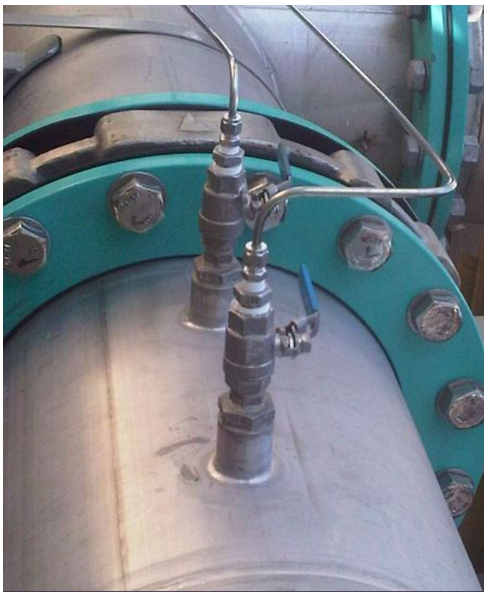

Figure 9 - Ensemble vanne à boisseau sphérique
- La conduite d'échappement de gaz doit être renvoyée à un endroit approprié au point requis. Il est recommandé d'incorporer une vanne dans l'assemblage afin que le gaz puisse être fermé si la ligne d'échantillonnage est retirée. Voir Figure 9 - Ensemble robinet à boisseau sphérique.